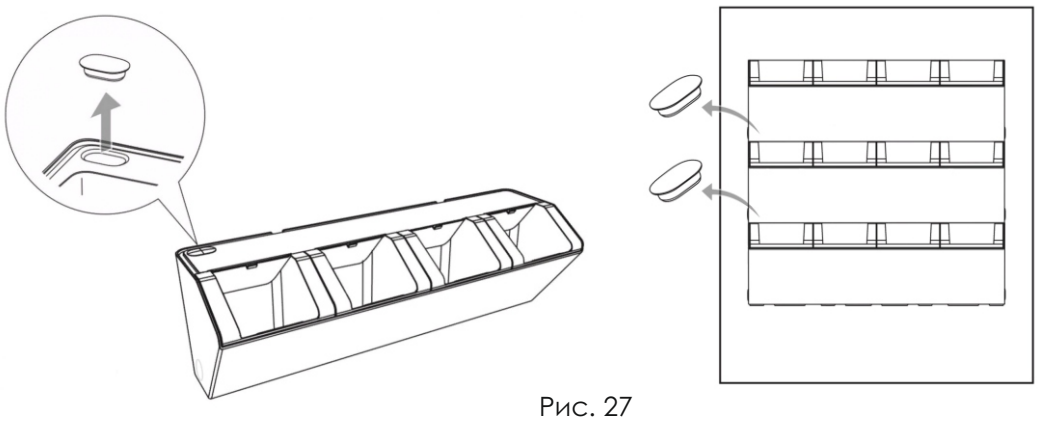

Рис. 27
- Снимите все левые верхние заглушки, кроме верхнего. Через это отверстие в верхнем модуле будет поступать вода. См. (рис. 27)